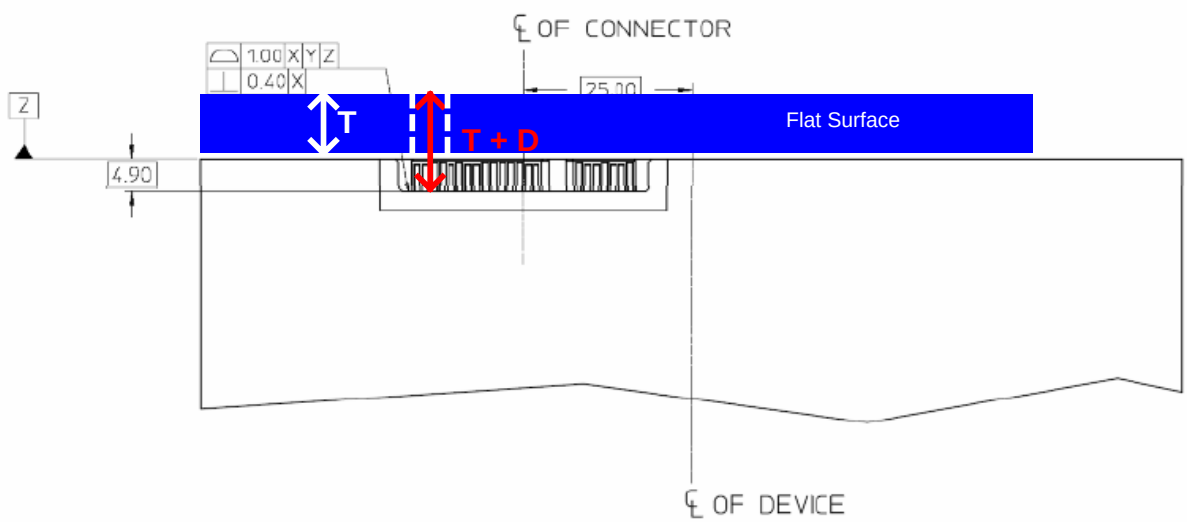

Figure 3
2. Place the drive against a flat surface, with the back surface of the drive (i.e. the "end of the device factor") flush against the face of the flat surface, see Figure 3.
3. Using the depth measurement of the caliper measure from the face of the flat surface, through a hole in the flat surface, to the back of the tongue of the connector plug, see Figure 3. Record this value as *T + D*.